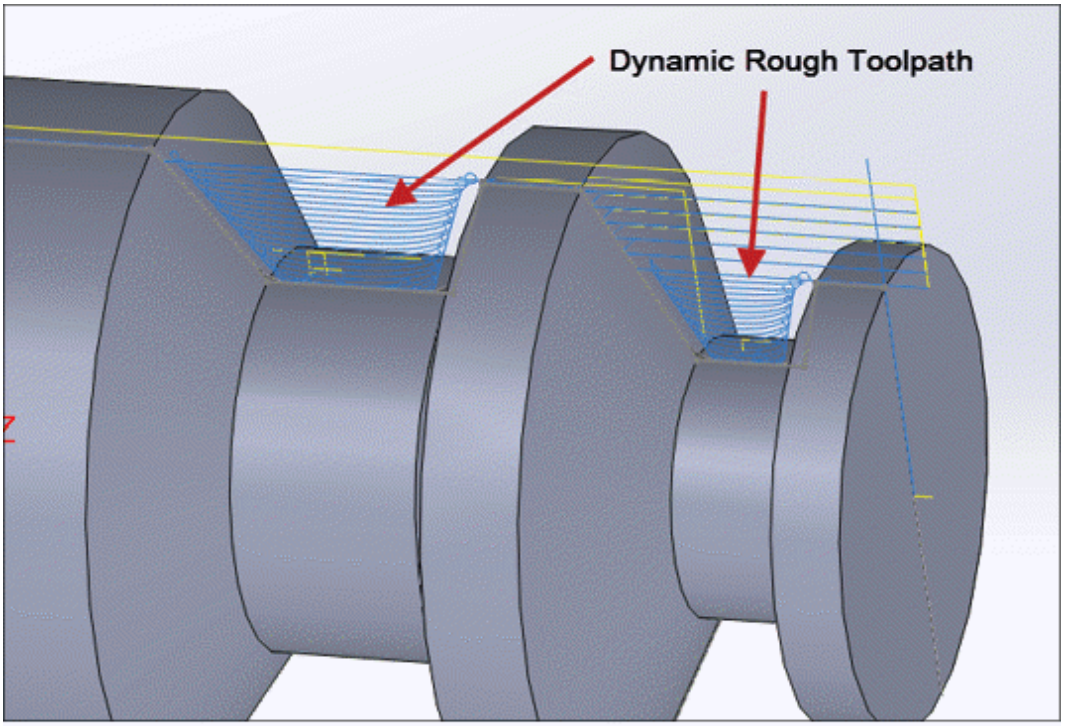

Figure-71. Dynamic rough toolpath created
- Click on the **OK** button from the dialog box to create toolpath. The toolpath will be displayed as shown in Figure-71.